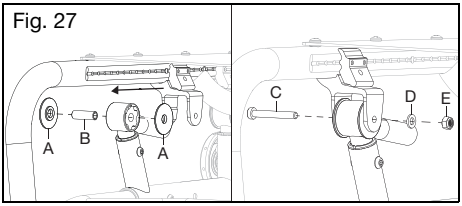

Fig. 27
3. Reinstall the two washers (Fig. 27:A) and the insert (Fig. 27:B) and slide the ISO tech tower back over to keep the hardware in place. Reinstall the bolt (Fig. 27:C), washer (Fig. 27:D) and the nut (Fig. 27:E) using a 4mm Allen wrench and a 10mm wrench to secure the ISO tech tower in place. Repeat on the opposite ISO tech tower.